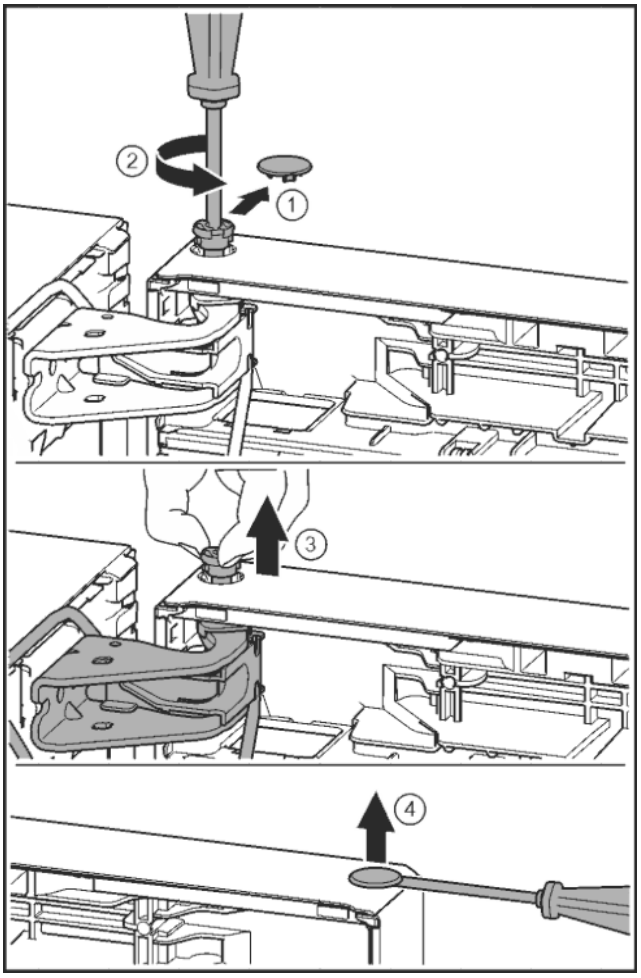

Fig. 25
- ▶ Осторожно снять предохранительную крышку. *Fig. 25 (1)*
- ▶ Немного выкрутить палец отверткой T15. *Fig. 25 (2)*
- ▶ Удерживать дверь и вытянуть палец рукой. *Fig. 25 (3)*
- ▶ Осторожно приподнять шлицевой отверткой заглушку из опорной втулки двери и вынуть. *Fig. 25 (4)*